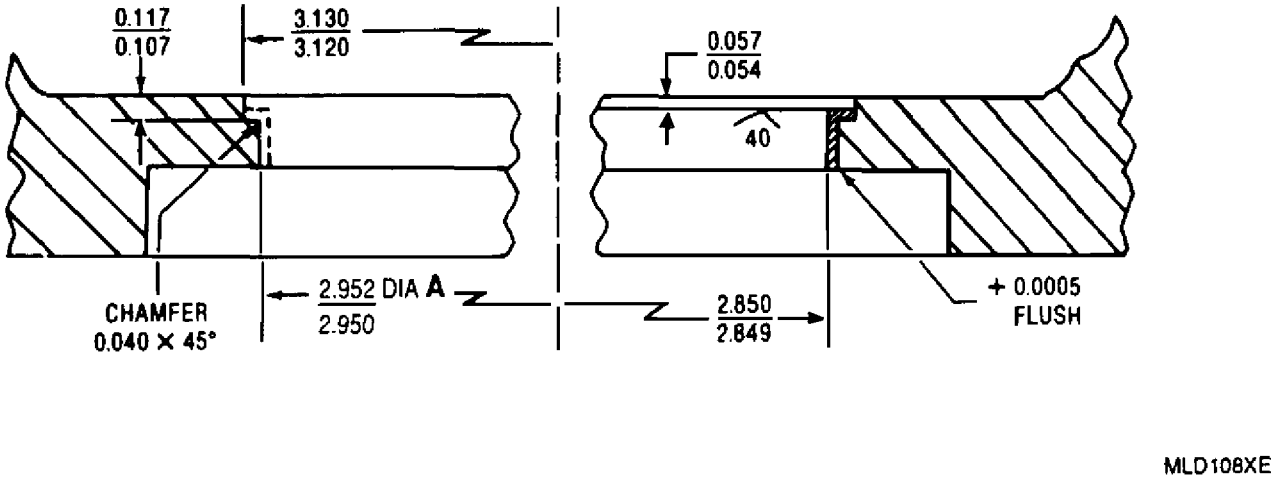

Figure 5. Machining Starter Pad and Fitting Service Repair Ring
(1) Do not exceed material removal limits in figure 5.
(2) After burrs and sharp edges are blended, the reworked area shall not exceed 20% of circumferential area.
(1) Remove corrosion by machining the ID. (Do not exceed 0.030 in. material removal.) Remaining localized damage is acceptable if it does not exceed 0.002 in. in depth.
(2) Metallize the seal bore per paragraph 13, steps b through i, this WP.
(3) Machine seal bore to dimensions shown (figure 5). The thickness of sprayed coating shall not exceed 0.030 in. after final machining.
(4) The sprayed coating shall be adherent to base material and have a uniform surface free of blisters, chips or other objectionable defects not readily removable by finishing operations.
11. Starter Pad Bore − Repair Using Service Repair Ring. (figure 5)
a. Machine pad bore to dimension shown in figure 5. Dia A shall provide a 0.0015 − 0.0020 in. tight fit with service repair ring.
c. Machine ring ID to 2.849 − 2.850 in. (figure 5).